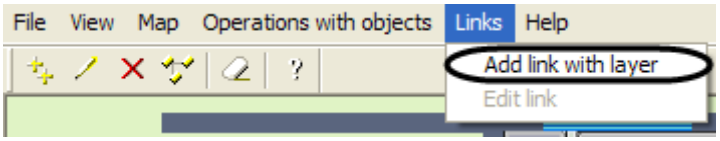

Figure 8.20-20. Menu item for adding a link to another layer
1. Select Links in the Map Editor main menu, then select Add Link with Layer (Figure 8.20-20).